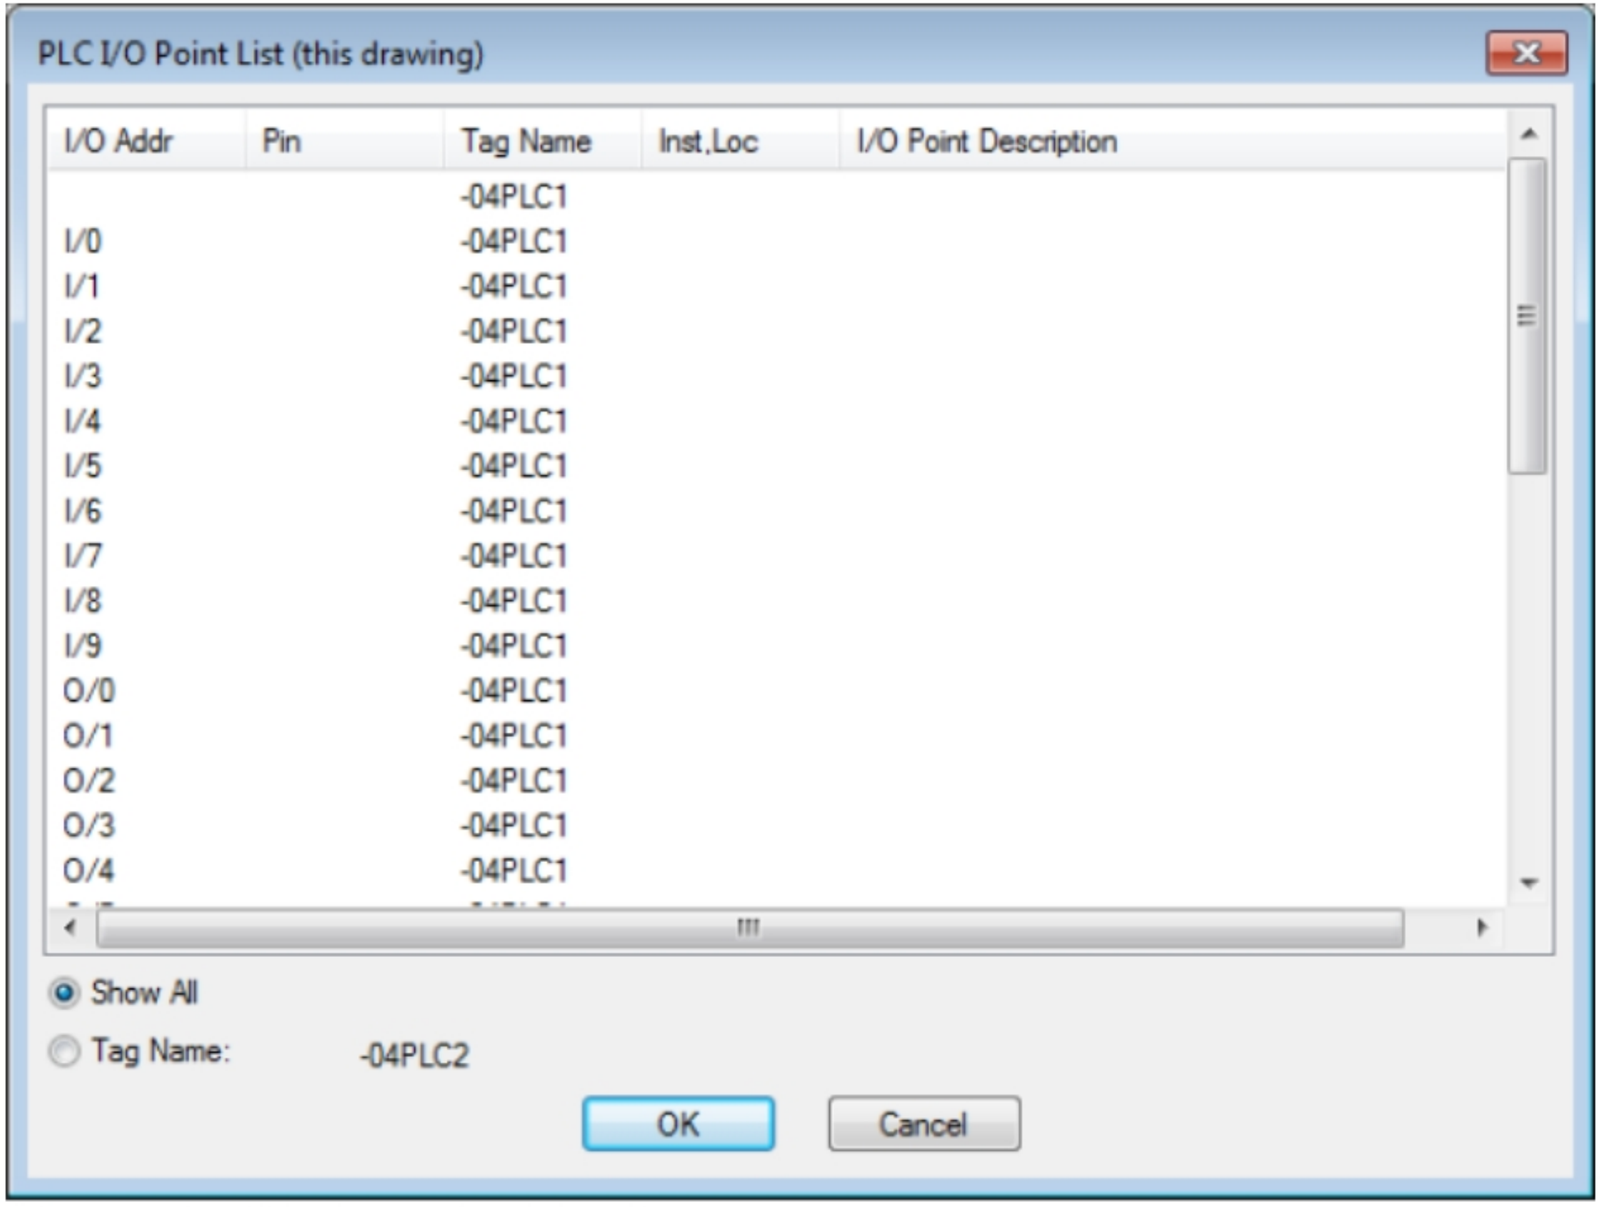

Figure-10. PLC IO Point List dialog box
- Select the **Drawing** button from the area. The **PLC I/O Point List (this drawing)**dialog box will be displayed with the list of I/O points assigned already; refer to Figure-10.